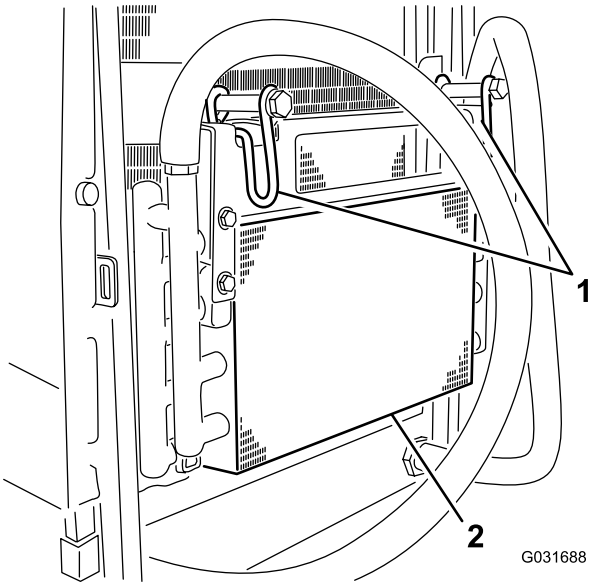

Figur 51
5. Sving låsene innover for å frigjøre oljekjøleren (Figur 51).